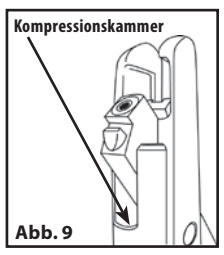

Abb. 9
4. Ihr Luftgewehr ist länger funktionstüchtig, wenn Sie es alle 250 Schüsse ölen. Geben Sie einen Tropfen Crosman Silicone Oil in die Druckkammer (**ABB. 9**) (Modell rmcoil- erhältlich auf crosman.com.